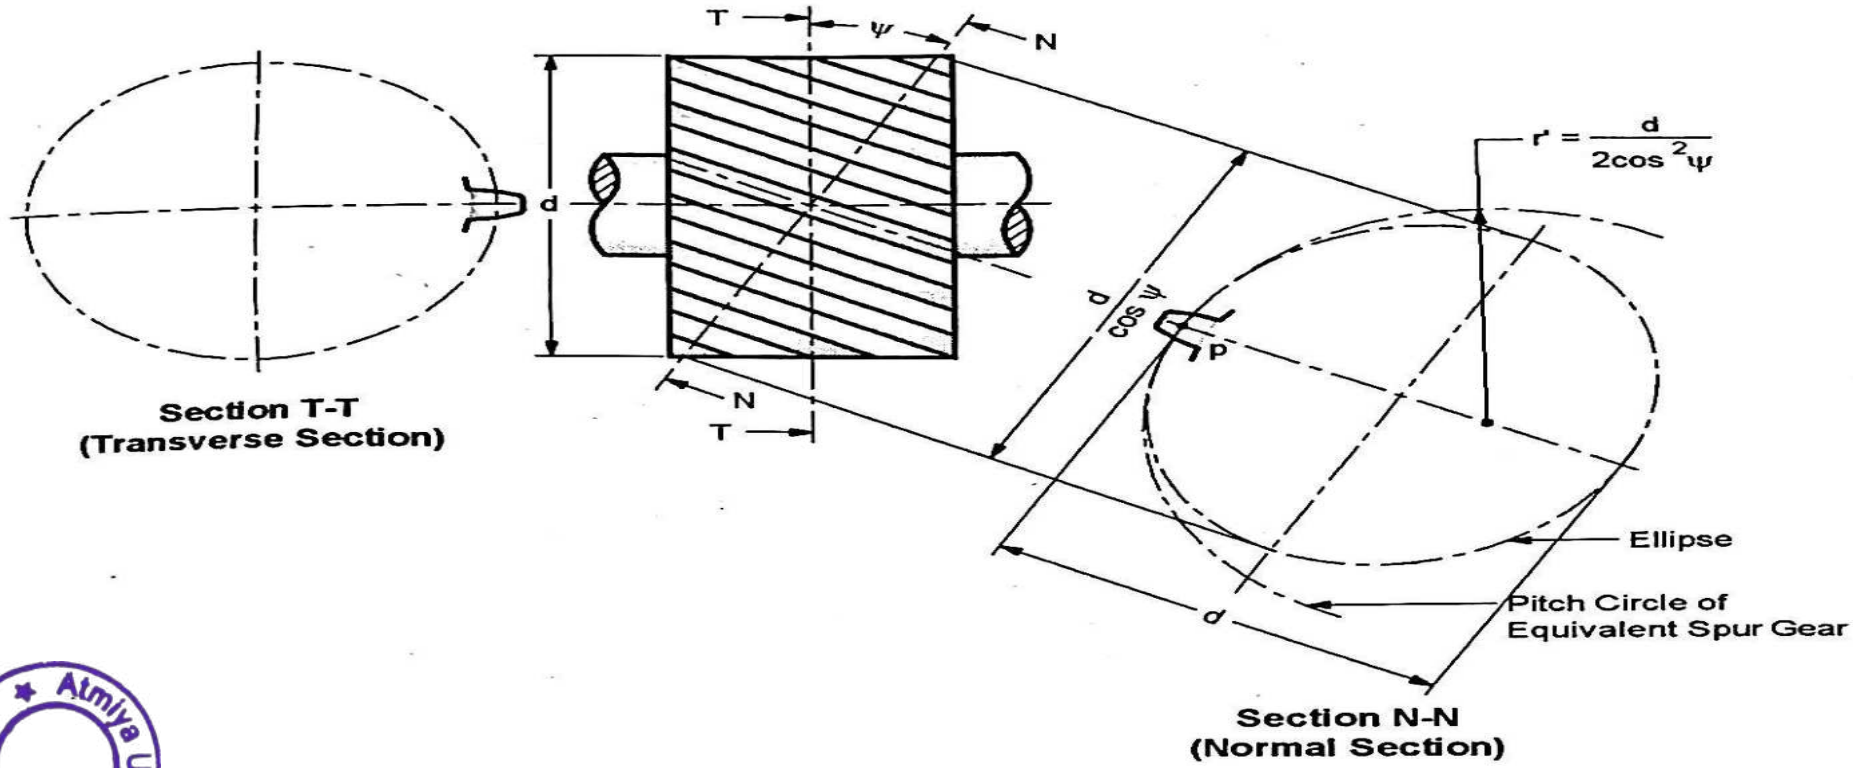

Fig. 2.5 : Equivalent Spur Gear
- The pitch cylinder of the helical gear is cut by the plane N-N which is normal to the tooth as shown in Fig. 2.5.